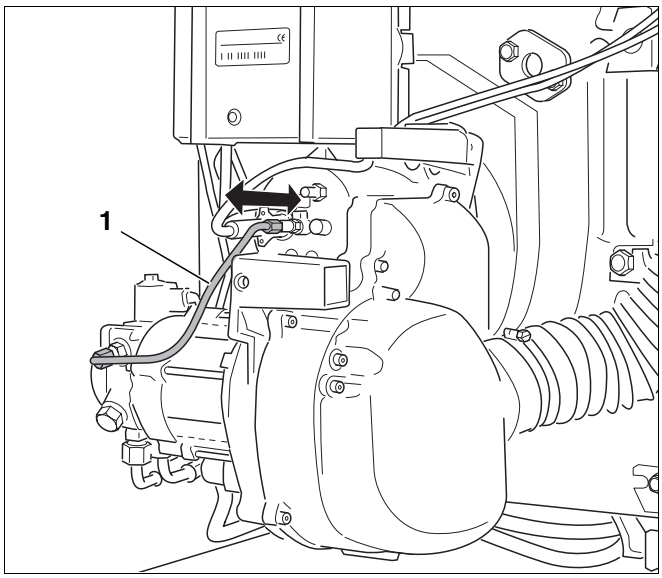

Abb. 41 Korrekten Sitz des Mischsystems prüfen
- Ölzuleitung (Abb. 41, **Pos. 1**) ca. 5 mm herausziehen.